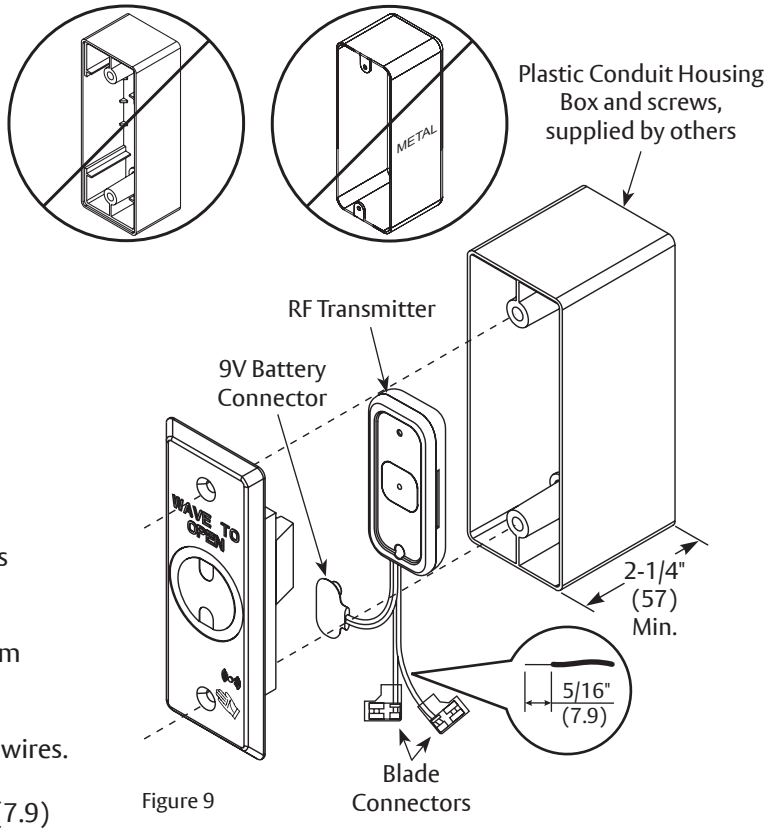
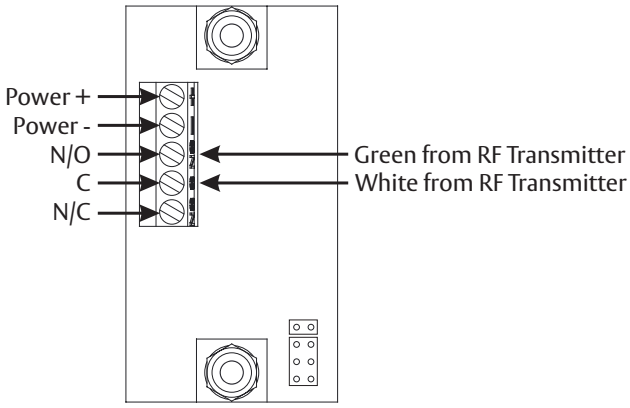

Figure 9
Figure 10 Back of Switch
- A plastic 2-1/4" (57) deep minimum surface mounted box, supplied by others, is necessary. **DO NOT** use conduit housing supplied with switch. (Fig 9)
3. Strip sheath from each wire end exposing 5/16" (7.9) to prepare wires for connection. (Fig 9)
4. Wire RF Transmitter to Switch (Fig 10):
- Green wire to Normally Open (NO)
- White wire to Common (C).
5. Install 9V Battery to female battery connector. (Fig 9)